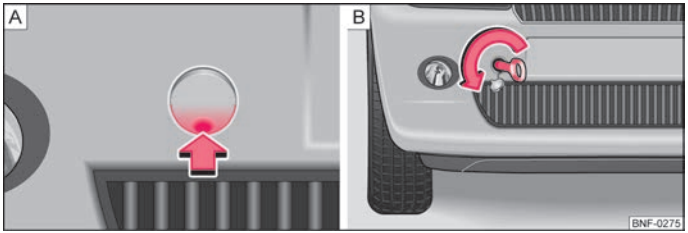

Fig. 112 Front bumper: Cover/installing the towing eye
– Press on the lower area of the cover (arrow) ⇒ Fig. 112 - A to loosen the latch of the cover.
– Screw the towing eye manually in the direction of the arrow up to the stop ⇒ Fig. 112 - B. For tightening, we recommend that you use for example the wheel wrench, the towing eye of another vehicle or a similar object which you can push through the eye.